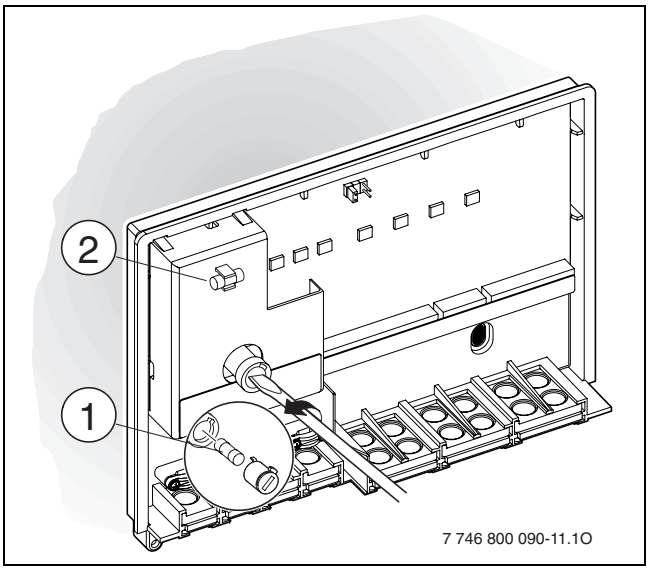

Fig. 14
- Cambie el fusible [1] por uno del mismo tipo (2,5 AT, cerámica, relleno de arena) (→ fig. 14). Hay un fusible de repuesto [2] en la cubierta del módulo ICM.